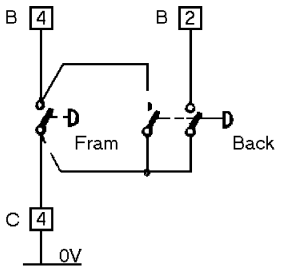

Fig 13
- Fjernkontroll av manuell kjørebevegelse, se fig. 13 på side 31.